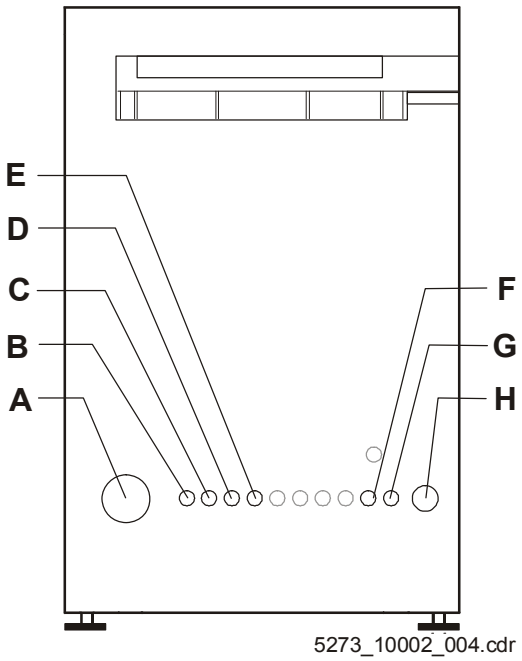

Figure 17
- Break out the recess for the exhaust connection (Figure 17).
- Screw the exhaust connection stub (D) to the front panel using the 3 Phillips screws included in the accessory box.
- Loosen the mounting screw (G) located between the exhaust duct (A) and frame (E).
- Push the crossover section (B) onto the exhaust duct.
- Mount both ducts on the frame with mounting screw (G).
- Push the exhaust hose (C) onto the exhaust connection stub (D) integrated inside the front panel.
- Push exhaust hose (F) on the exhaust connection stub (D) and connect it to the room exhaust.